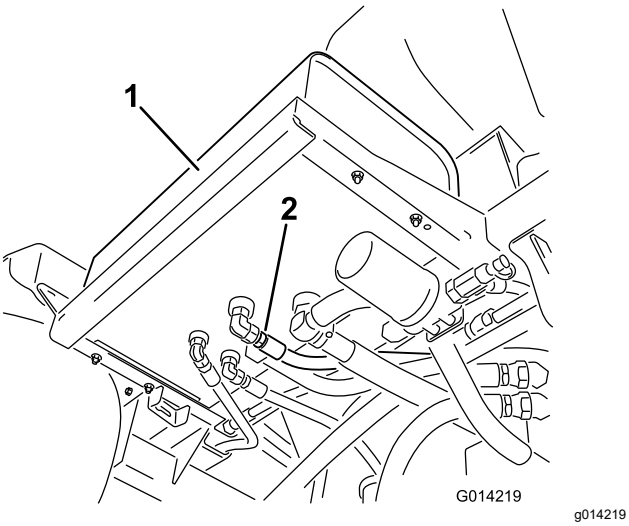

Figure 106
2. Clean the area around a hydraulic-hose fitting on the bottom of the hydraulic-fluid tank (Figure 106).
4. Remove the hose fitting from the tank, allowing the fluid to drain into the pan (Figure 106).